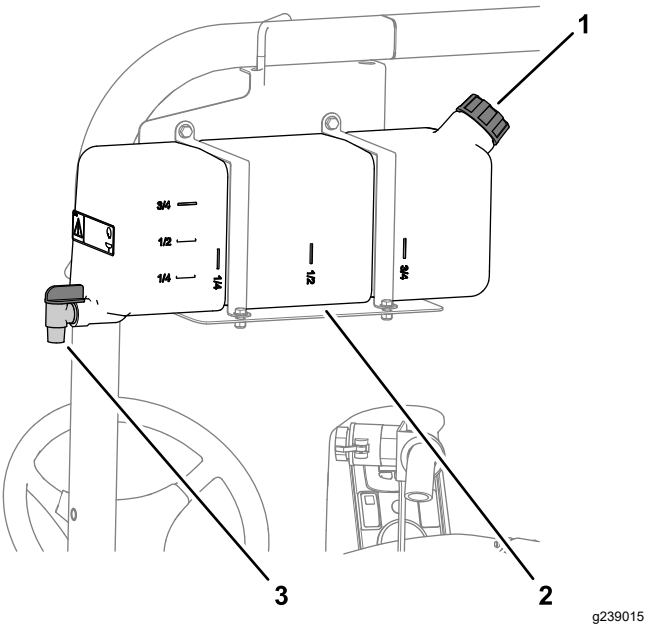

Figura 19
- Para abastecer o tanque, desparafuse a tampa na parte superior do tanque, encha o tanque com água doce e coloque a tampa (Figura 19).
- Para abrir a torneira do depósito de água doce, rode a alavanca da torneira (Figura 19).